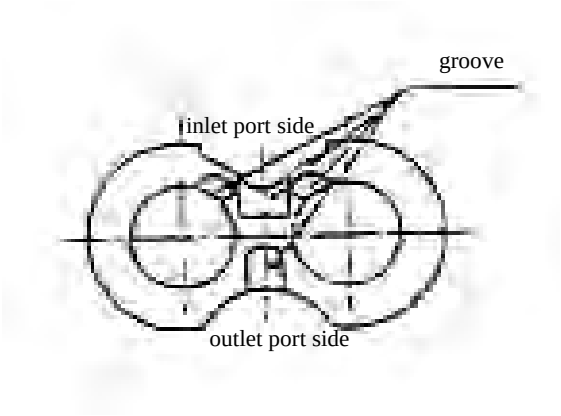

Figure 2-33
(E) Fit a new seal ring and a new retainer ring at back cover groove.see figure 2-33.